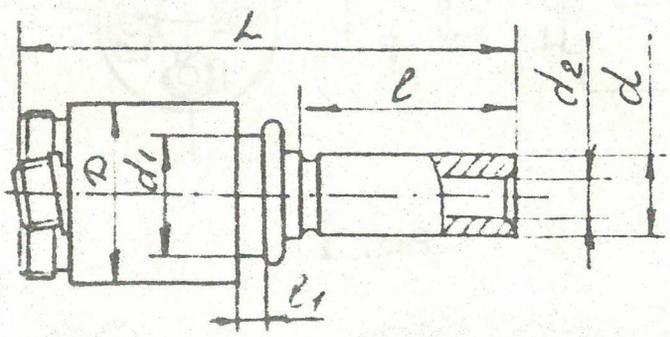

Рис. 2
2. Головки вращающиеся типа IКА-5КА (рис.2, табл.2)